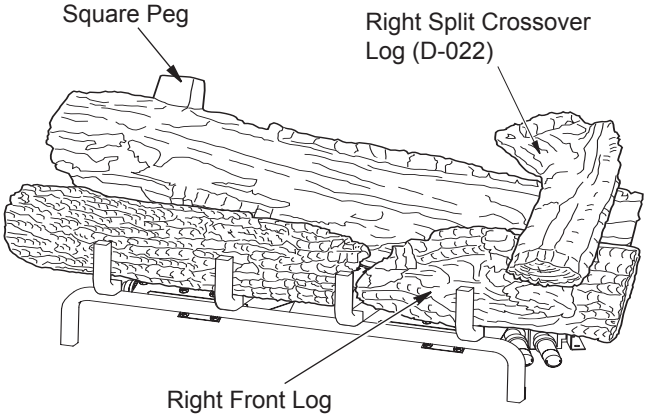

Figure 23 - Installing Right Split Crossover Log
6. Find the right split crossover log (D-022) The bottom of the log has a rectangular stand off that fits in the slots on the right side of the front right log and the middle split log. Place this log as shown in ***Figure 23***.